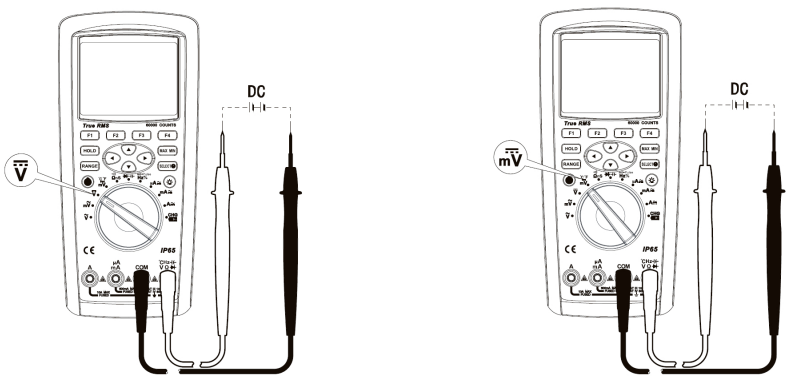

Figura 7
2. Posicione a chave rotativa para ***" V̅ "*** (Valores de tensão em Volts) ou ***" mV̅ °C °F"*** (Valores de tensão em mV) de acordo com a intensidade da tensão a ser medida, conforme ***Figura 7***.